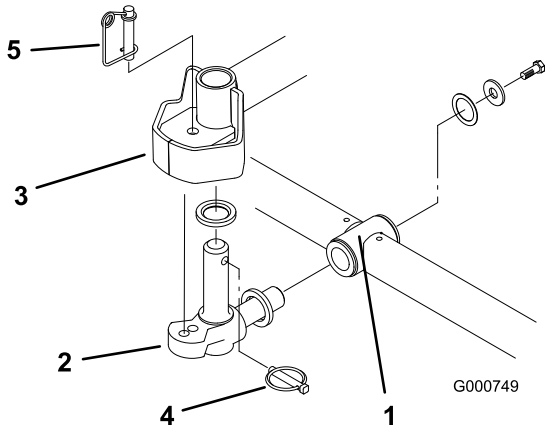

Figura 5
6. Introduza uma anilha de encosto no veio horizontal da articulação como mostrado em (Figura 5).
7. Introduza o veio horizontal da articulação no tubo de montagem da estrutura de suporte (Figura 5).
8. Fixe a articulação na estrutura de suporte com uma anilha de encosto, uma anilha chata e um parafuso de cabeça flangeada (Figura 5).
9. Introduza uma anilha de encosto no veio vertical da articulação (Figura 5).
10. Se tiver sido removido, introduza o veio vertical da articulação no encaixe de eixo do braço de elevação (Figura 5). Posicione a articulação entre os dois amortecedores de centragem de borracha existentes no lado de baixo da placa de direcção do braço de elevação.
11. Introduza o pino de sujeição no orifício cruzado existente no veio da articulação (Figura 5).
Nota: Se a posição da unidade de corte tiver que estar fixa, introduza o pino de bloqueio da direcção no orifício de montagem da articulação (Figura 5).
14. Fixe o cabo da mola em volta da parte inferior do pino de bloqueio da direcção (Figura 5).